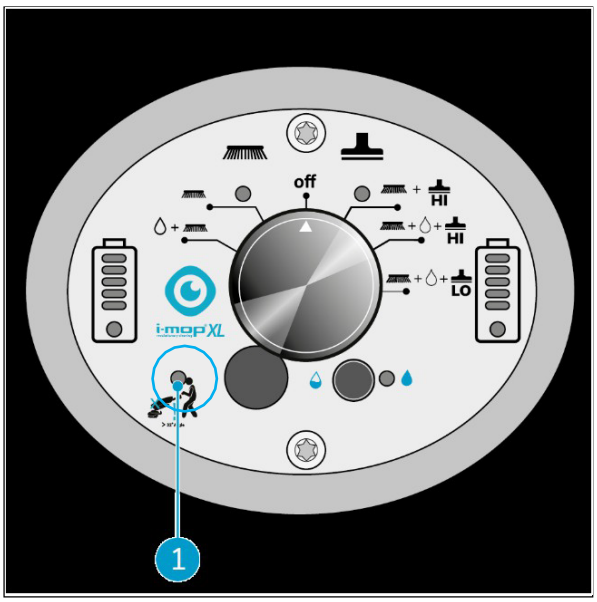

Figure 23
1. The angle warning indictor will flash at the blue circled area as soon the operator will go below 32 degrees. The indicator light will turn on and the water recovery will be paused. When the handle is raised above 32 degrees the vac motor will restart after 5 seconds. (figure 23)